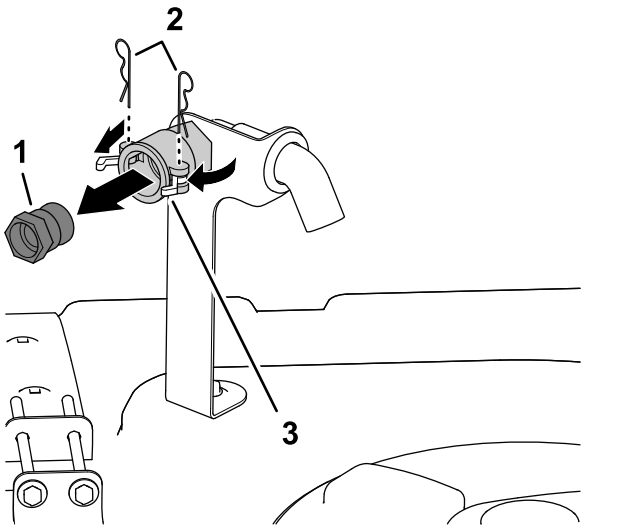

Bild 3
1. Entfernen Sie vorne an der rechten Seite der Behälterabdeckung die zwei Splinte, mit denen die Riegel für die Schnelltrennkupplung für den Rücklauffüllanschluss befestigt sind (Bild 3).
2. Drehen Sie die Riegel in die geöffnete Stellung, um das Schnelltrennanschlussstück von der Schnelltrennkupplung zu entsperren (Bild 3).
3. Nehmen Sie das Schnelltrennanschlussstück von der Schnelltrennkupplung ab (Bild 3).
4. Schließen Sie die Riegel und setzen Sie die Splinte in die Flansche der Schnelltrennkupplung ein (Bild 3).